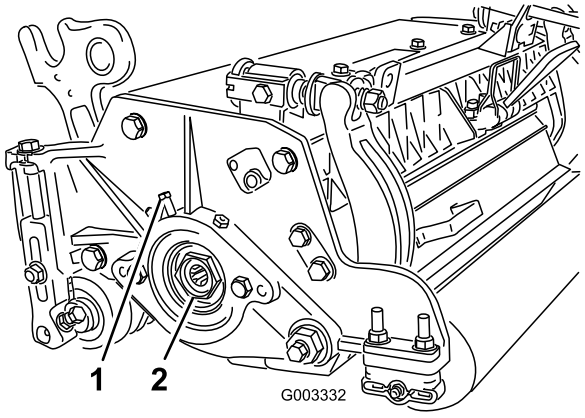

Figur 24
A. Lossa den yttre ställskruven som håller fast lagrets justermutter på lagerhuset som sitter på vänster sida av klippenheten (Figur 24).